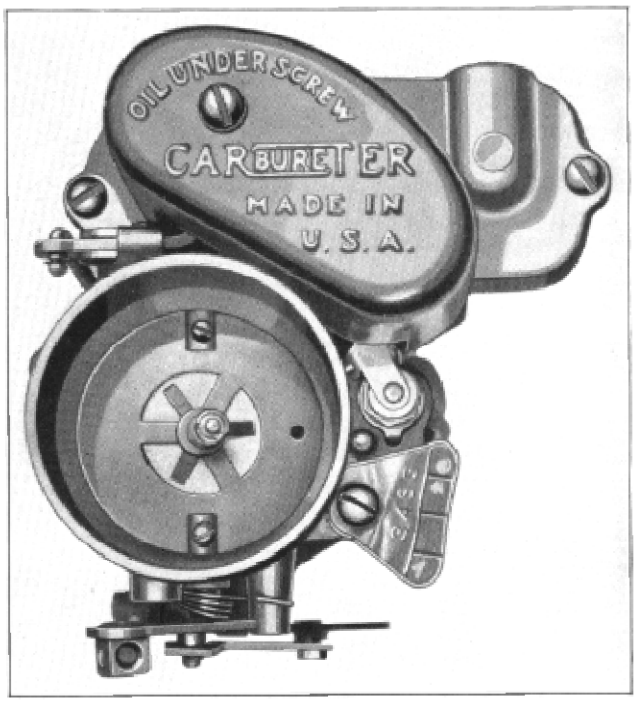

Figure 28
(85) Remove dust cover (D), lock-washer and attaching screw (Figure 28).
(86) Remove both pin springs (lower and upper) on connector rod, to remove rod, on front of carburetor.
(87) Remove pin spring and connector link that connects accelerating plunger to operating arm.
(88) Remove pin spring from choke lever pin and disconnect upper end of high idle link.
(89) Remove main nozzle plug and unscrew nozzle. Do not lose nozzle gasket, or plug washer (copper). *Main nozzle must always be removed before removing air horn assembly.*
(90) Remove both attaching screws on air horn. Do not lose lock washers.
(91) Remove bowl cover attaching screw, that holds throttle retard plunger arm and bracket assembly. Remove assembly. Also remove pin springs from plunger connector link.
(92) Remove pin spring and connector link that connects throttle retard plunger shaft to arm assembly.
(93) Remove pin spring and unhook metering rod spring, then remove metering rod and disc from bowl cover.
(94) Remove pin spring and throttle shaft dog spring (front of throttle shaft) to remove throttle connector rod.
(95) Remove bowl cover attaching screw, bowl cover, and lift off bowl cover gasket. Remove pump arm and countershaft assembly by revolving one-half turn on bowl cover. Remove float, pin and pump cylinder bushing gasket and needle and seat from bowl cover.